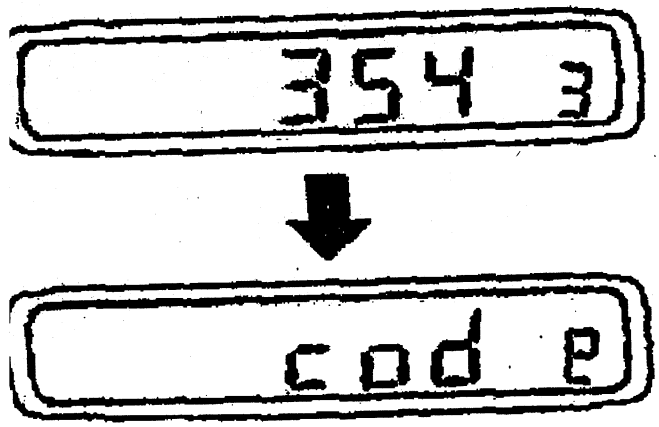

图20－34　设定防盗密码
5. 在密码显示时，按住“SCAN”和“AUTO－M”键大约2秒钟，直至听到“嘟、嘟”的声音，“CODE”(如图20－34所示)将在屏幕上显示大约5秒，稍后消失，说明防盗系统设置完成。